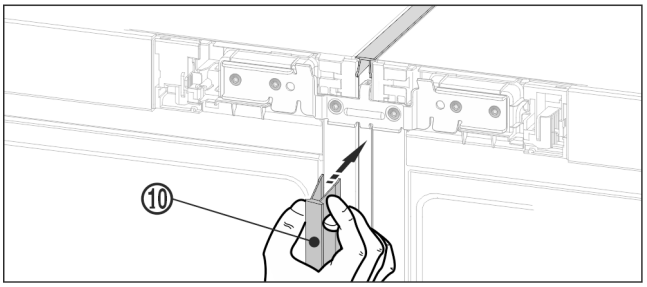

*Fig. 22 **
▶ Na přední straně zatlačte dlouhou krycí lištu *Fig. 22 (10)* do svislé spáry. Dbejte na to, aby lišta stála na spojovacím plechu.*